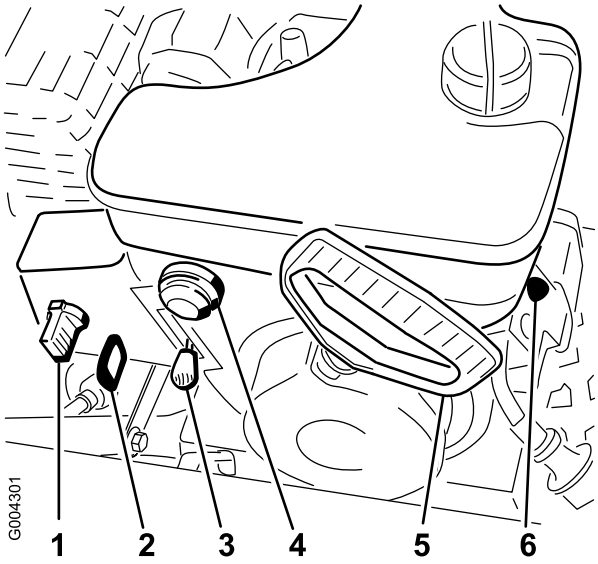

Figur 14
2. Ta ut nyckeln ur tändlåset (Figur 14).
3. Dra bort chokehandtaget (Figur 14).
2. Flytta gasreglaget till det snabba läget (Figur 14).
5. Flytta choken till läget På (Figur 14).
6. Sätt i tändningsnyckeln (Figur 14).
7. Sätt tummen över hålet i mitten av snapspumpen (Figur 14) och tryck (snapsa) långsamt tre gånger. Gör en liten paus mellan varje tryckning.
8. Ta tag i startsnörets handtag (Figur 14) och dra det långsamt utåt tills du känner ett motstånd. Dra sedan kraftigt för att starta motorn.
10. Vrid choken (Figur 14) till 3/4-läget genast när motorn startar. Vrid choken till 1/2-läget medan motorn värms upp. Flytta choken till läget Off när motorn har värmts upp tillräckligt.